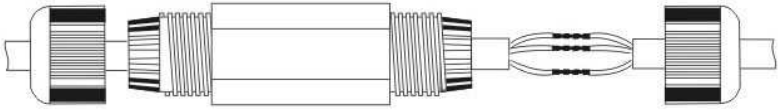

Рис. 6
3. Соедините провода. При соединении проводов обратите внимание, что заземляющий провод маркирован желто-зеленым цветом. Запрещается соединение заземляющего провода с нулевым или фазным. См. рис. 6